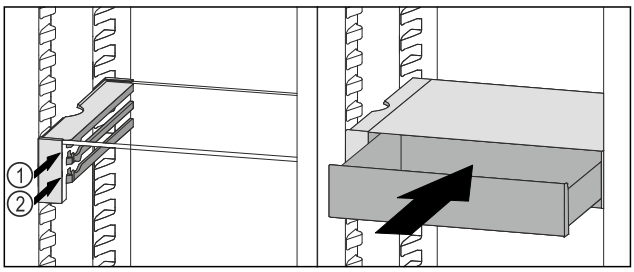

Fig. 175
▶ Place the VarioSafe drawer behind the stoppers on desired rib *Fig. 175 (1)* or *Fig. 175 (2)*.